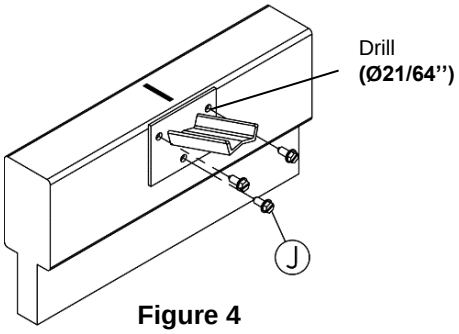

Figure 4
5. **Figure 4.** Drill holes and screw the three screws (J).